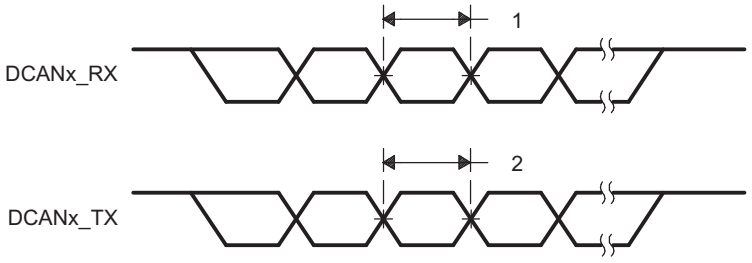

Figure 9-4. DCANx Timings
Table 9-1. Timing Requirements for DCANx Receive(1) (see Figure 9-4)
(1) H = period of baud rate, 1/programmed baud rate.
Table 9-2. Switching Characteristics Over Recommended Operating Conditions for DCANx Transmit (1)(see Figure 9-4)